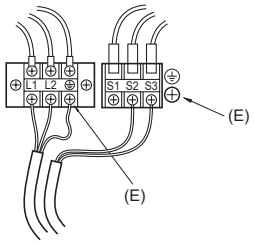

Fig. 6-2
6.1. Appareil extérieur (Fig. 6-1, Fig. 6-2)